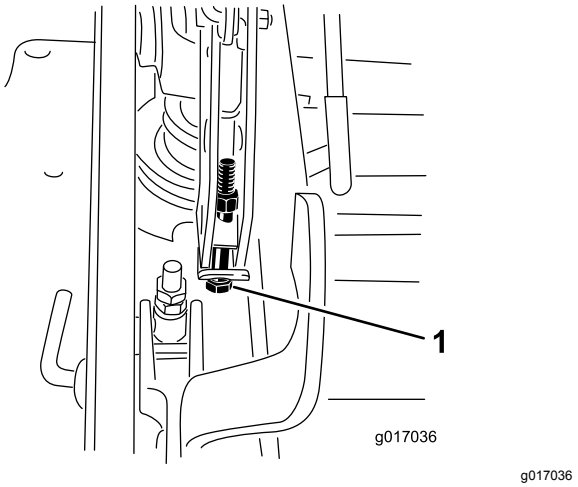

Figuur 97
13. Als het maaidek te laag is, draai dan de stelbout van het enkelpuntssysteem vast door deze rechtsom te draaien. Als het maaidek te hoog is, draai dan de bout van het enkelpuntssysteem linksom (Figuur 97).
14. Draai de 2 bouten aan de onderzijde van de maaihoogteplaat vast (Figuur 97).